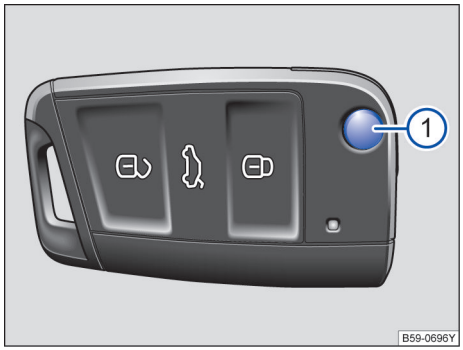

图 46 遥控钥匙
按压按钮→ 图 46 ① 即可解锁并翻开钥匙头。
如短时间内反复按压汽车钥匙上的按钮→ 图 46 或中央门锁某个按钮→ 第 61 页，则中央门锁系统将暂时关闭，防止系统过载，此时汽车处于解锁状态，必要时闭锁汽车。